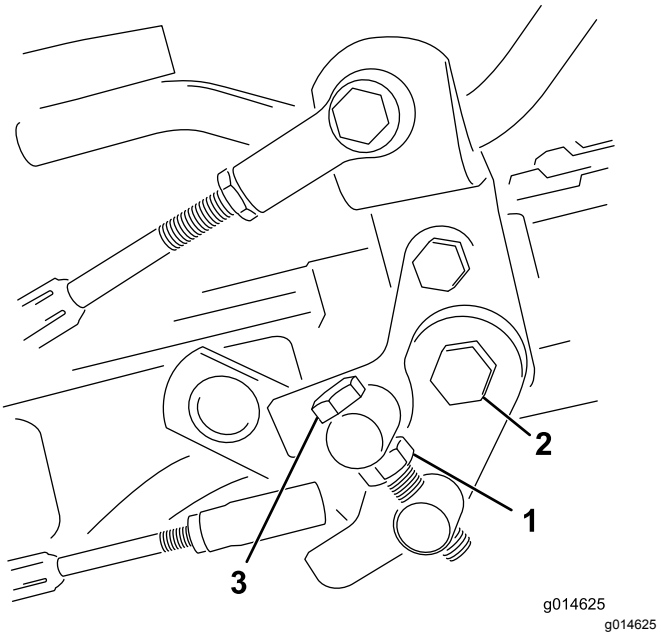

Figur 33
1. Løsn kontramøtrikken på trækbøjlen (Figur 33).
4. Tilspænd kontramøtrikken på tappens maskinskrue og møtrikken på pedalens drejetap for at låse justeringen (Figur 33). Kontroller justeringen, og juster som påkrævet.